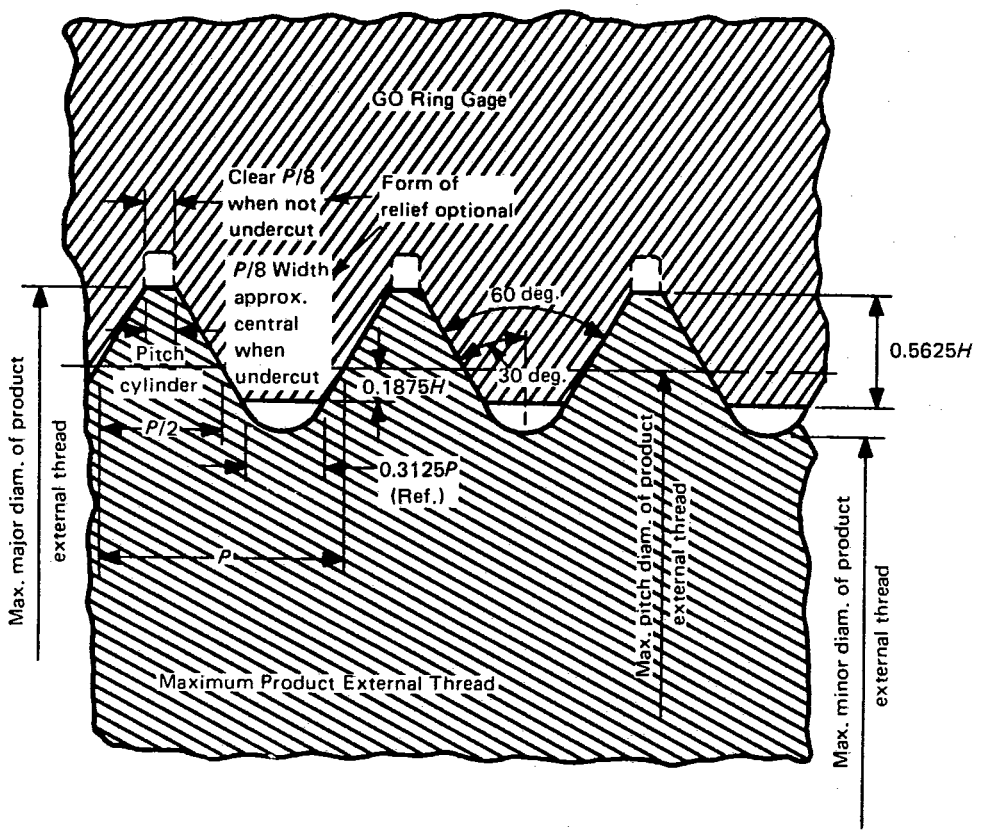

FIG. 19 MAXIMUM-MATERIAL GO FUNCTIONAL LIMIT (Ref. Table 1 — Column A_1)
5.1.4 Thread Form. The specifications for thread form are summarized in Table 7 and Fig. 19.